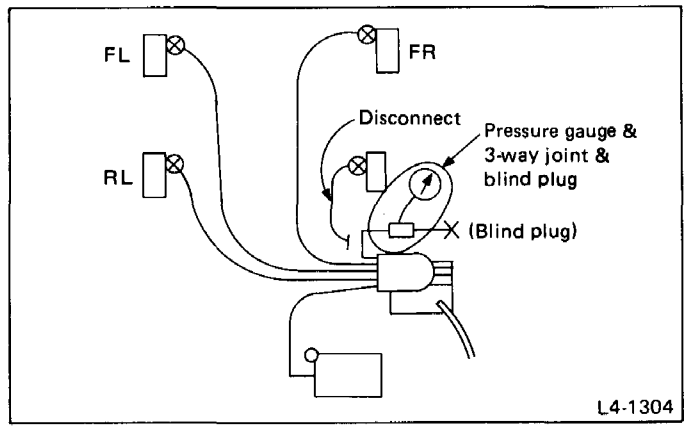

Fig. 79
1) Connect a pressure gauge to the right front solenoid valve (for example). See Fig. 79.